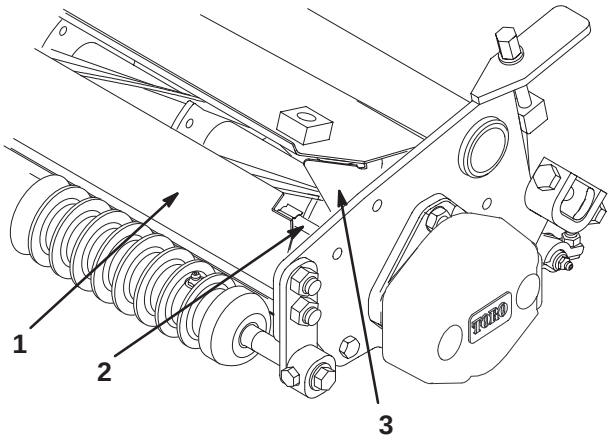

Figure 10
A. Remove and discard the front shield assembly (Fig. 10). Also, remove and discard the shield mounting studs and fasteners secured to each cutting unit side plate.
C. Bend the grass shield side deflectors outward until they are flush with the cutting unit side plates (Fig. 10).